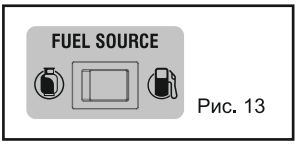

Рис. 13
2. Поверніть перемикач FUEL SOURCE (джерело палива) в положення GAS (бензин). (Рис. 13)